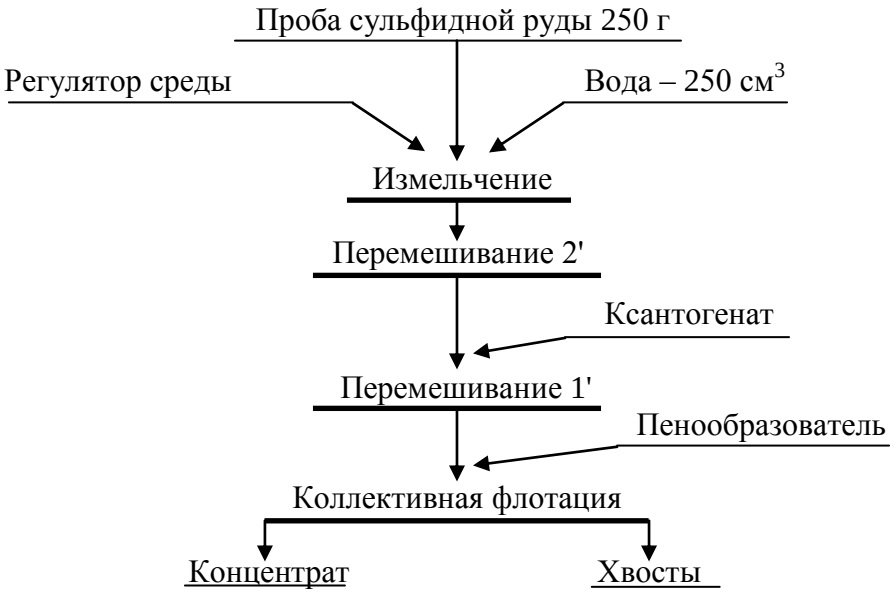

Рисунок 7.2 – Схема флотационного опыта
3. Изучить схему флотационного опыта (рисунок 7.2).